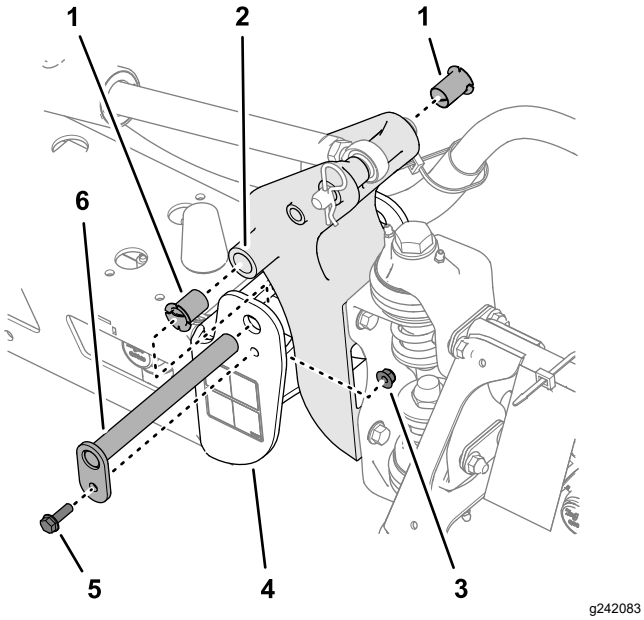

Figura 115
3. Retire el perno y la tuerca que sujetan el pasador de giro y retire el pasador (Figura 115).
5. Retire los casquillos de nailon desde delante y desde detrás del soporte de giro e inspecciónelos (Figura 115).
6. Lubrique los casquillos de nylon con una pequeña cantidad de aceite, e instale los casquillos en el soporte del giro (Figura 115).
7. Alinee los taladros del soporte de giro con los los taladros del canal final (Figura 115).